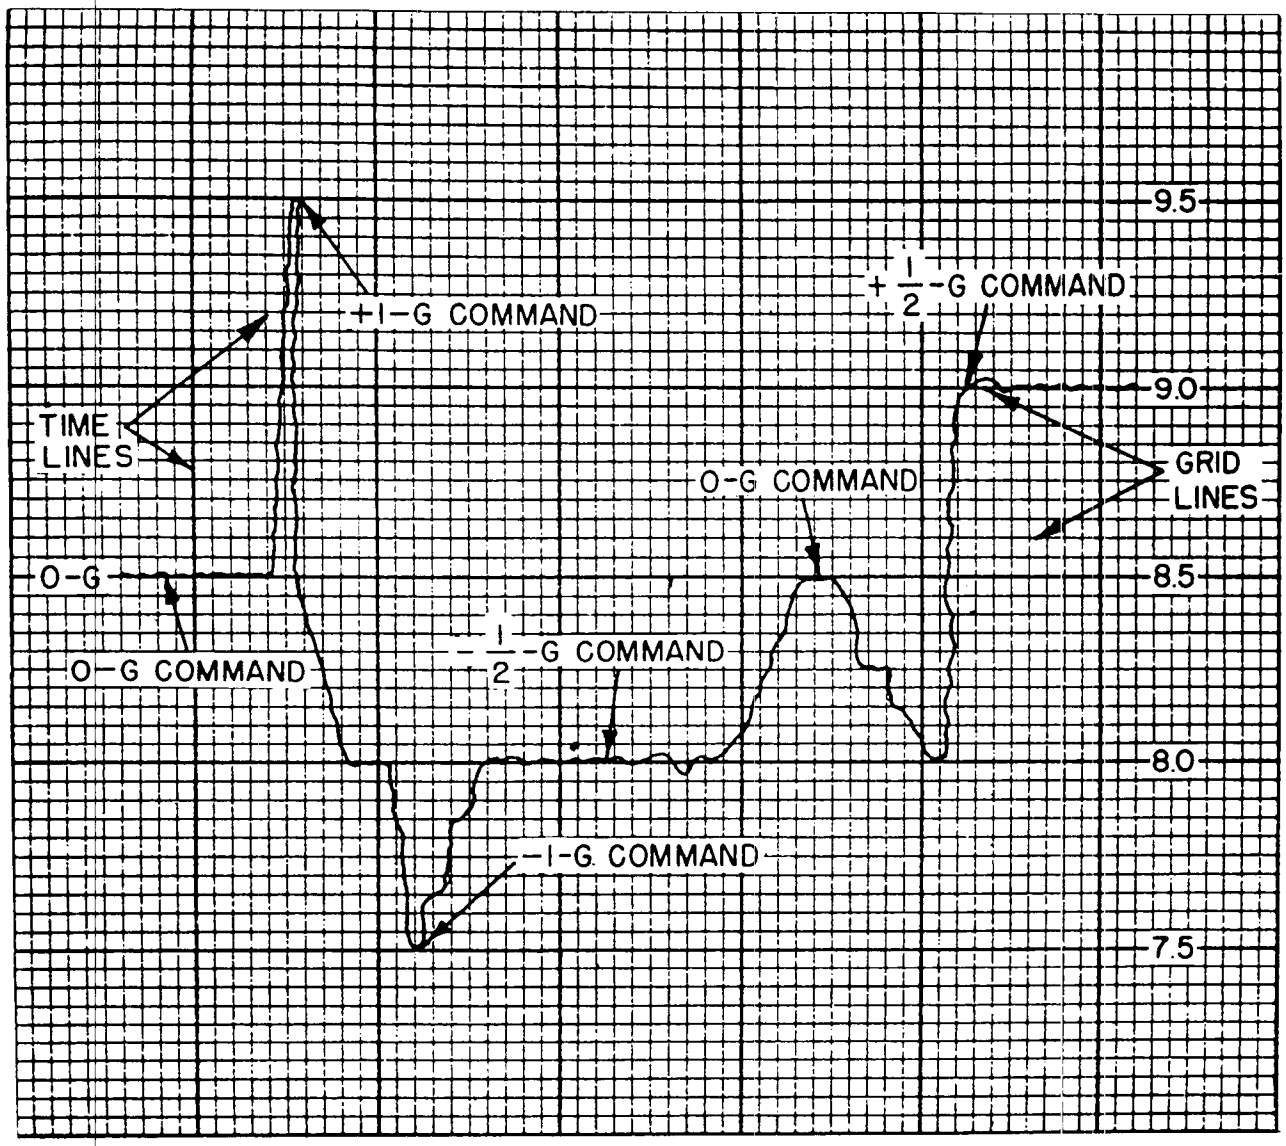

*Figure 124. Hypothetical quantitative galvanometer trace.*
*c. Quantitative Signals* (fig. 124). Channels 15 through 20 record data quantitatively. They show not only when an order was given but also how large an order was given. For example, channel 19 records the orders given the missile in the pitch plane. The maximum trace deflection is two inches (9.5 minus 7.5) and the zero trace is at 8.5 inches. Assume the maximum command given will not exceed ±lg in the pitch plane and the maximum trace deflection equals the maximum command (±lg). When there is no command in the pitch plane, the galvanometer trace will be at 8.5 inches. If a plus lg command in the pitch plane is sent to the missile, the galvanometer trace will be displaced to the 9.5-inch position (maximum positive) on the light-sensitive paper. If a minus lg command is given, the trace would appear at 7.5 inches (maximum negative). If the trace appears at 9 inches, it would indicate a plus ½g command in the pitch plane was sent to the missile. In a similar manner, the command, if any, in the yaw plane at the same instant of time can be determined by using the same time line and channel 20. Knowing the command given in yaw and pitch planes at any particular time, the resultant vector will indicate whether the missile was ordered to climb, dive, turn, etc. The resultant vector and the time can then be correlated with the data on the plotting boards to ascertain whether the missile responded to the command. By knowing the position of the zero-trace, the maximum trace deflection, and the data limits, the information contained in the quantitative channels can be interpreted.